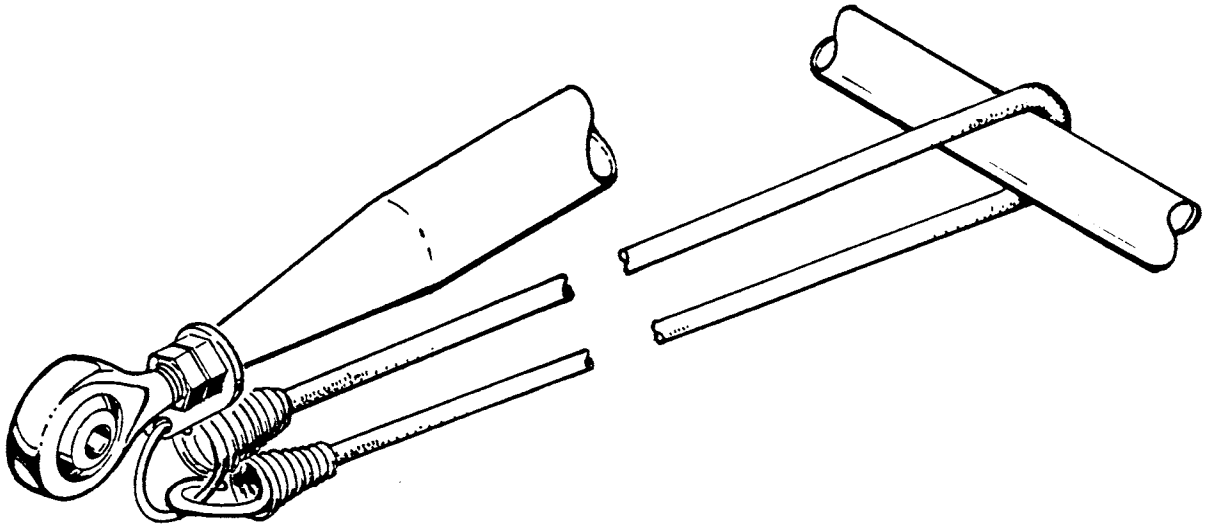

FIGURE 8-4B LONG ELASTIC TRIM CORD
d) To remove long elastic trim cord installed as shown in Figure 8-4B, disconnect bottom hook and relieve tension on cord to remove the top hook connected to front tab of A121-1 push-pull tube.
c) For long cord installation see Figure 8-4B